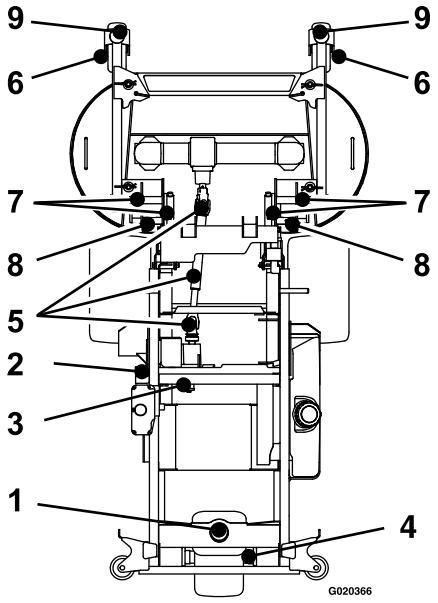

Figur 29
5. Smør pumperemmens lederullarm (Figur 29).